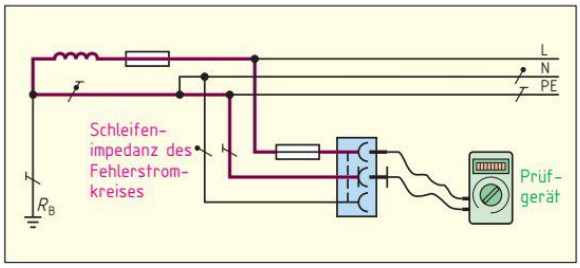
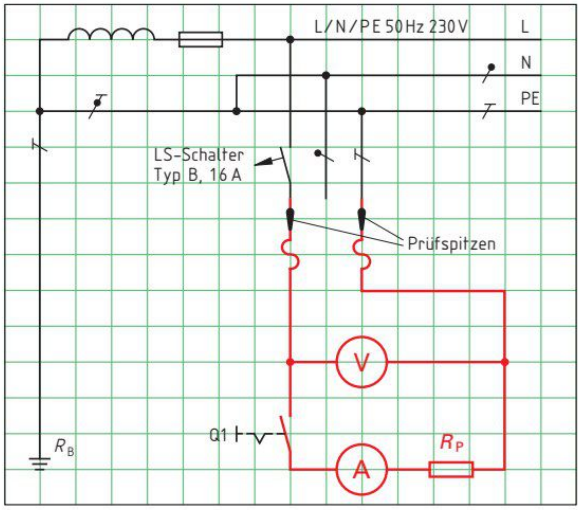

Bild 1: Direktes Messen der Schleifenimpedanz
Bild 2: Indirektes Bestimmen der Schleifenimpedanz (Prinzip)
6. Nach welchen beiden Methoden kann die Schleifenimpedanz Z_S **(Bild 1 und Bild 2)** bestimmt werden?
7. Bei der indirekten Bestimmung der Schleifenimpedanz **(Bild 2)** sind für den mit einem Leitungsschutzschalter Typ B, 16 A abgesicherten Stromkreis folgende Messwerte ermittelt worden:
a) die Schleifenimpedanz Z_{Sgem} für den Stromkreis **(Bild 2)** aus den Messwerten und
b) den zulässigen Wert der Schleifenimpedanz Z_{Szul} bei direkter Messung **(Bild 1)**.
- Ergänzen Sie die Messschaltung **(Bild 2)** zur indirekten Bestimmung der Schleifenimpedanz Z_S.